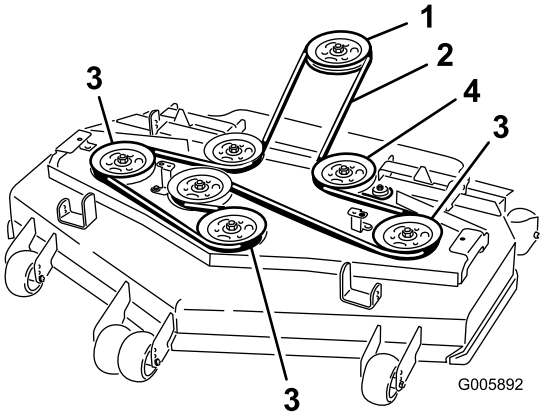

Figuur 50
6. Leg de nieuwe riem rond de poelies (Figuur 50).